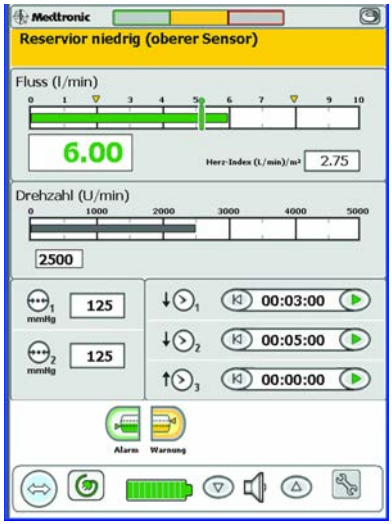

Abbildung 6-6. Warnmeldung bei Unterschreiten des oberen Pegelsensors
a. **Nur Warnmeldung** (oberer Pegelsensor)/**Nur Alarm** (unterer Pegelsensor) – Sobald der jeweilige Pegel unterschritten wird, wird eine Warnmeldung bzw. ein Alarm ausgegeben. Dabei ändern sich die Darstellung und die Farbe der Schaltfläche (gelb bei Warnmeldung, rot bei Alarm, siehe Abbildung 6-6).